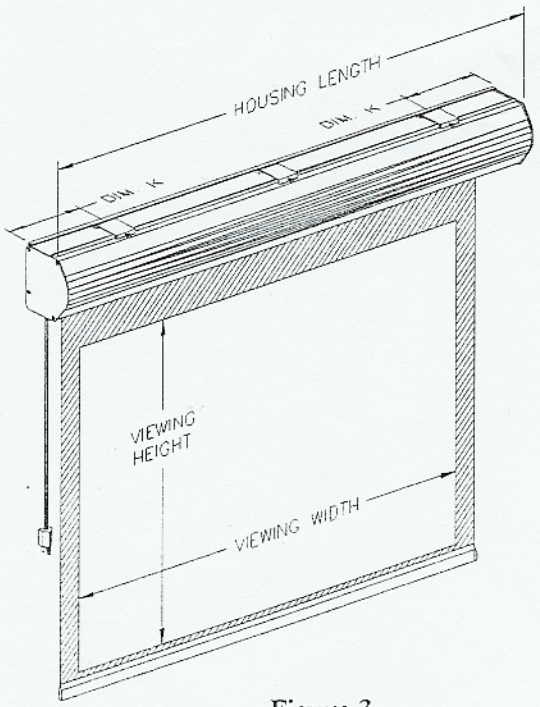

Figure 3
- *The Housing Length (Figure 3) is as follow:*